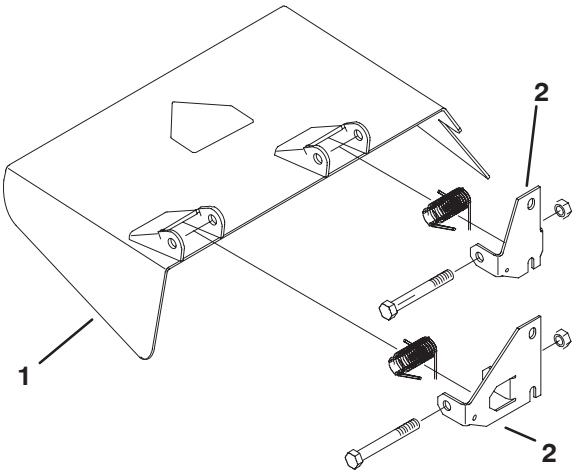

Figure 6
3. Using capscrews, locknuts and springs previously removed, install new pivot brackets to deflector mounts (Fig. 6). Do not over tighten nuts because brackets must be allowed to pivot.